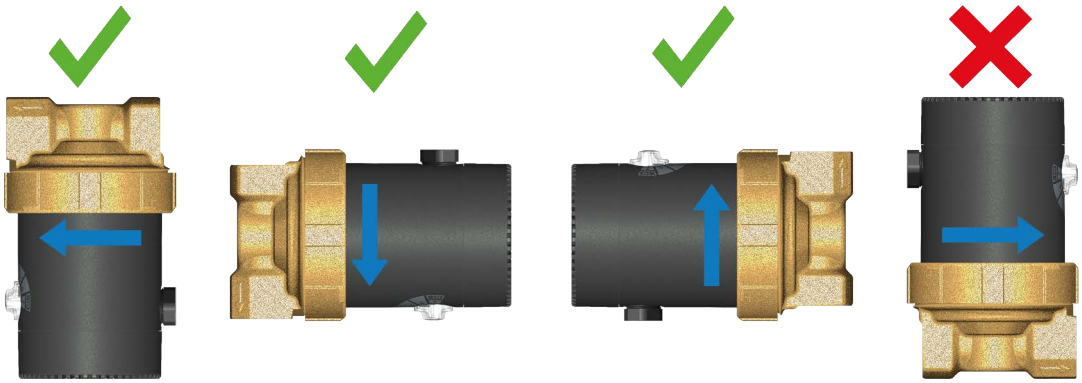

Figure 5
- L'installer dans l'une des positions de montage autorisées (voir la **Figure 5** page **16**).